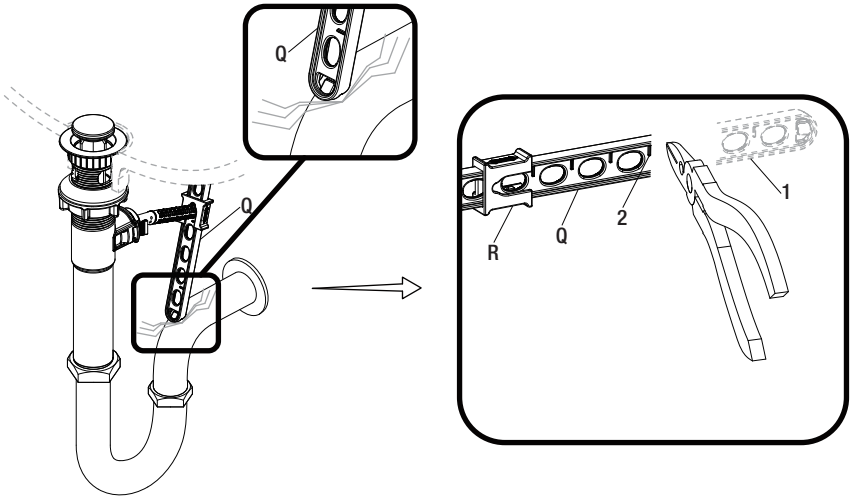

Fig. 1 Fig. 2
- ☐ If the pop up lift rod strap (Q) is interfering with your installation, as shown in Fig. 1, the lift rod strap (Q) can be cut shorter.